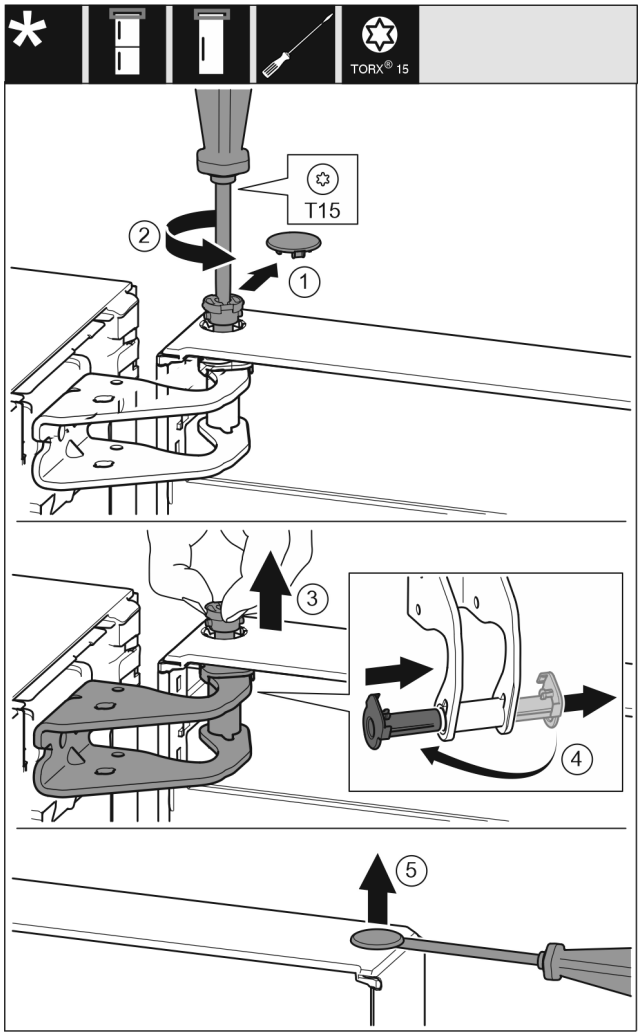

Fig. 12
- ▶ Sicherungsabdeckung vorsichtig abziehen. *Fig. 12 (1)*
- ▶ Bolzen mit Schraubendreher T15 ein Stück herausdrehen. *Fig. 12 (2)*
- ▶ Tür festhalten und Bolzen mit den Fingern herausziehen. *Fig. 12 (3)*
- ▶ Lagerbuchse aus Führung ziehen. Von der anderen Seite einsetzen und einrasten. *Fig. 12 (4)*
- ▶ Stopfen aus der Türlagerbuchse vorsichtig mit einem Schlitzschraubendreher anheben und herausziehen. *Fig. 12 (5)*